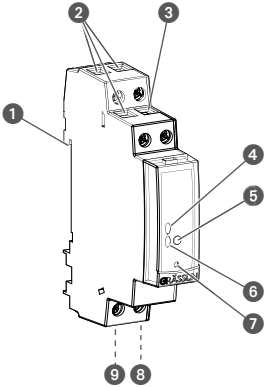

Fig. 1: Temporizador do distribuidor
O temporizador do distribuidor é um temporizador que está montado com um sistema de encaixe sobre uma calha DIN (fig. 1/❶); este aciona cada um dos dispositivos conectados. O temporizador do distribuidor dispõe de 1 canal e pode ser utilizado através de um botão de comando (fig. 1/❺). O estado do temporizador do distribuidor é indicado por 2 LEDs (fig. 1/❹ e ❻). O temporizador do distribuidor pode ser programado através de um dispositivo móvel mediante uma aplicação ou software de PC. A frequência do sinal de rádio é de 2,4 GHz e a potência de transmissão máxima é de 1,8 mW.